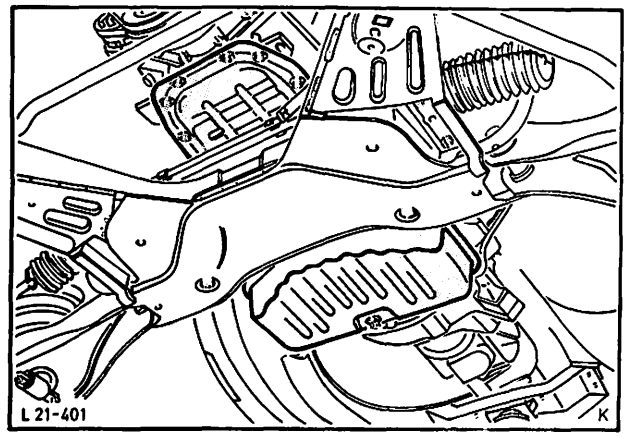

Abb. 100 Ölwanne
6. Ölwannenschrauben entfernen und Ölwanne nach hinten herausnehmen, Abb. 100. Bei festsitzender Ölwanne diese seitlich mit einem Schraubenzieher abdrücken.